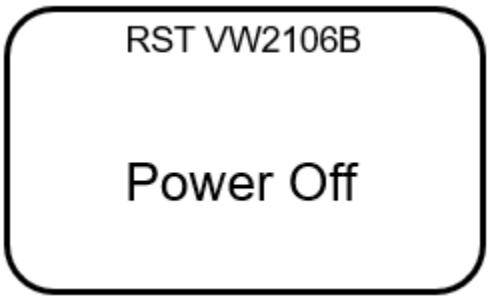

FIGURE 2-1 POWER OFF SCREEN
1. Use the up/down arrows to scroll to the **Power Off** screen (Figure 2-1).